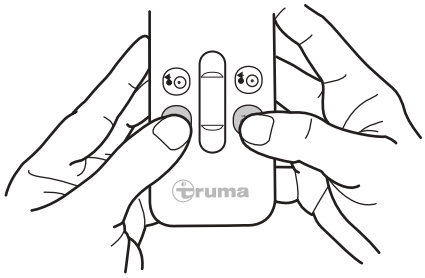

Fig. 14
- ► To engage the drive units, press and hold both buttons simultaneously (Fig. 14). After a safety delay of 3 seconds, an acoustic signal sounds and the engagement of the drive rollers begins.